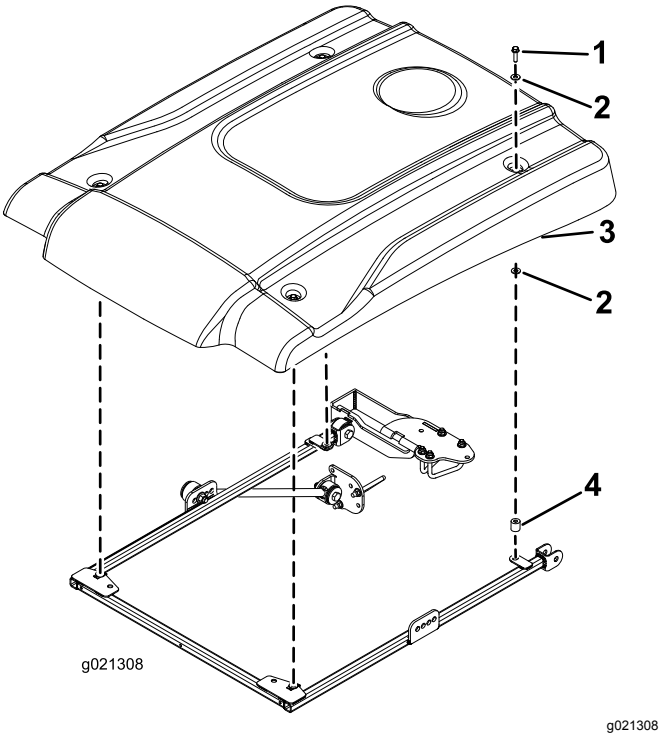

Figura 23
16. Durante l'allineamento dei fori di montaggio, posizionate il parasole sul telaio come mostrato in Figura 23.
17. Montate, senza serrarli, ciascun angolo del parasole sul telaio con un bullone a testa flangiata (5/16" x 2¼"), 2 rondelle piccole e un distanziale (Figura 23). Posizionate una rondella su ogni lato dell'anello in gomma del parasole. Posizionate il distanziale tra la rondella piccola inferiore e il telaio.